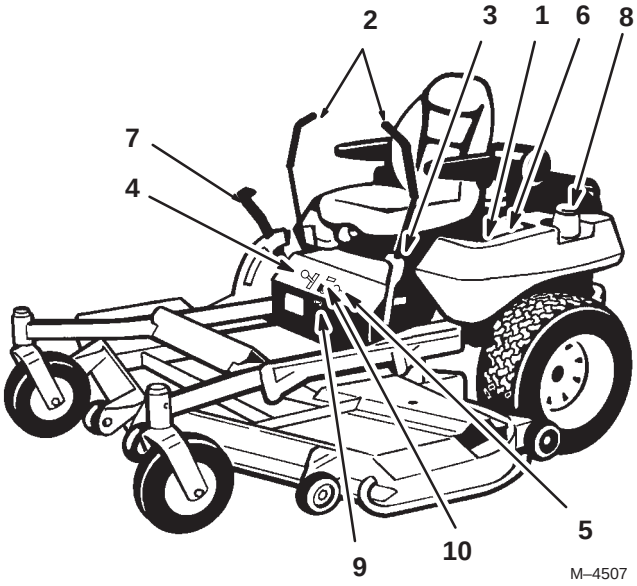

Figure 11
Avant de mettre le moteur en marche et d'utiliser la machine, familiarisez-vous avec toutes les commandes (Fig. 11).
1. Mettez les leviers de commande de déplacement (Fig. 11) en position de verrouillage du point mort.